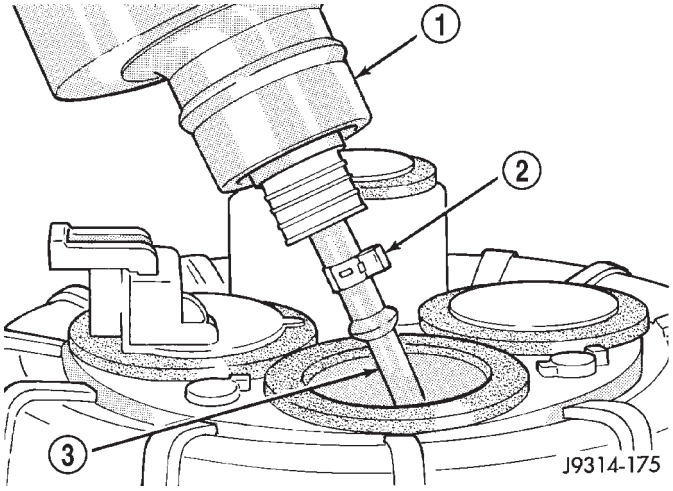

Fig. 7 Fuel Tube and Clamp—TYPICAL
(3) Gently cut old fuel tube (line) clamp (Fig. 7) taking care not to damage plastic fuel tube. Remove and discard old fuel tube clamp.